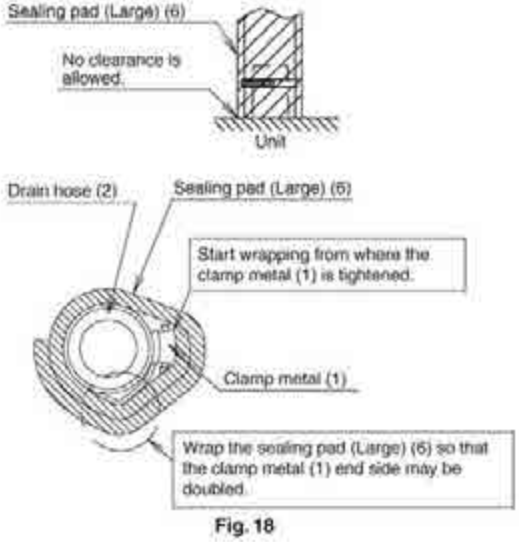

Fig. 18
(3) Sweating may occur and result in water leakage. Therefore, make sure to insulate the following 2 locations (drain piping that laid indoors and drain sockets).
- Use the provided sealing pad (large) (6), and perform the thermal insulation of the clamp metal (1) and drain hose (2) after checking the drainage of water. **(Refer to Fig. 18)**